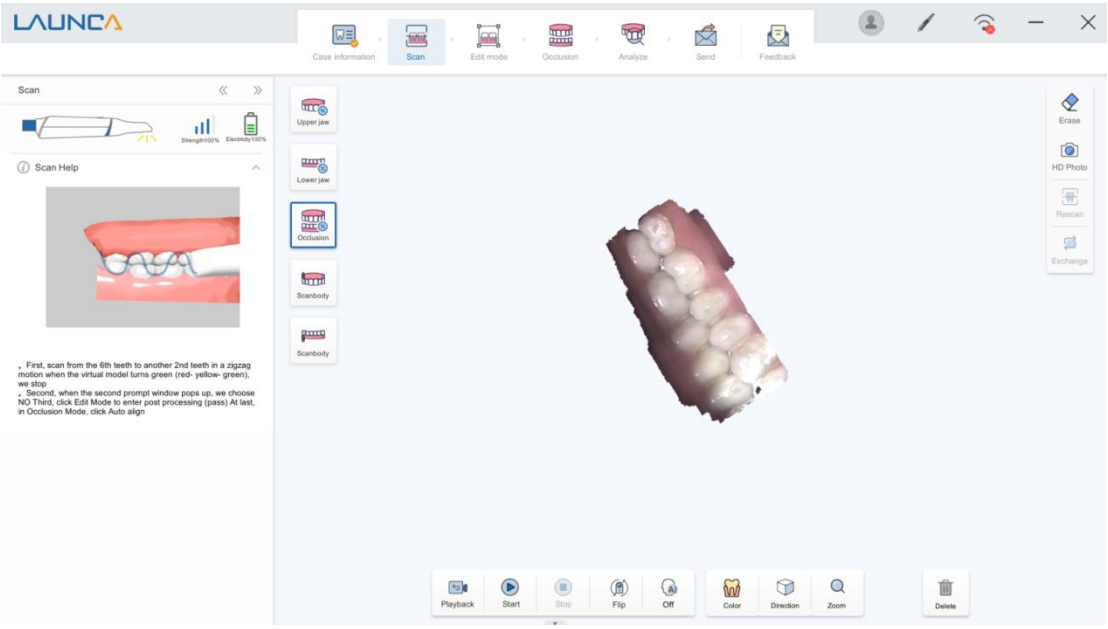

Fig. 4-8-2
• **Upper Jaw:** Click “Upper Jaw” to enter the upper jaw scanning mode. After scanning, the scanned data is saved as upper jaw data, and the icon will show on the upper jaw icon. • **Lower Jaw:** Click “Lower Jaw” to enter the lower jaw scanning mode. After scanning, the scanned data is saved as lower jaw data, and the icon will show on the lower jaw icon. • **Scanbody Upper** : Click “Scanbody Upper” to enter the upper jaw scanbody scanning mode. After scanning, the scanned data is saved as upper jaw scanbody data, and the icon will show on the upper jaw scanbody icon. • **Scanbody Lower** : Click “Scanbody Lower” to enter the lower jaw scanbody scanning mode. After scanning, the scanned data is saved as lower jaw scanbody data, and the icon will show on the lower jaw scanbody icon. • **Occlusion :** Click “Occlusion” to enter the occlusion scanning mode. In this mode,you don't need scan the whole model,you can scan one side,and then scan another side. After finishing scanning,it will show two side scaning data in the 3D Model display,and the icon will show on the occlusion icon, as show in Fig. 4-8-2.They will be automatically ransformed into a whole occlusion data in the next workflow.